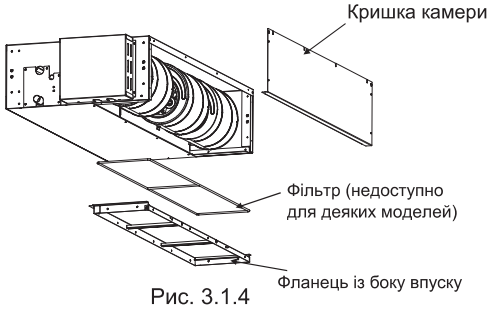

Рис. 3.1.4
(2) Установіть на місце зняту кришку камери та фланець із боку впуску, дотримуючись правильної орієнтації (див. рис. 3.1.4).